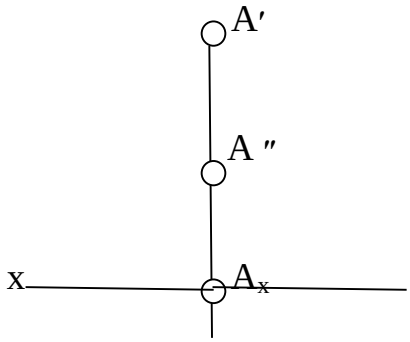

Рис.1
3.Для того, чтобы построить эпюр точки, необходимо определить, какими координатами задаются горизонтальная и фронтальная проекции точки. А′(x;y)(0;-20), А″(x;z)(0;10). На оси Х в любом месте отмечаем точку $А_x$,через нее проводим линию связи,перпендикулярную оси Х.Начинаем отмечать точточку А′, откладывая ординату вверх 20мм (т.к. отрицательная ордината направлена вверх), затем отмечаем точку А″, откладывая положительную аппликату тоже вверх10мм(т.к.положительная аппликата направлена вверх) (Рис.1)